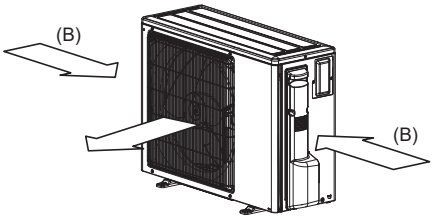

Fig. 2-6
(3) Placer l'appareil de sorte que la sortie d'air souffle dans la direction perpendiculaire à celle des vents saisonniers, si celle-ci est connue. (Fig. 2-6)